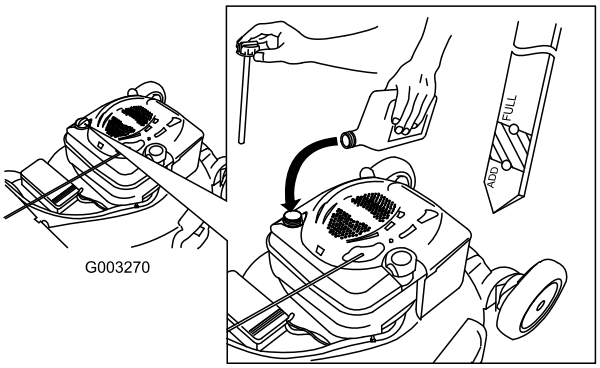

Rysunek 38
12. Wyjmij wskaźnik oleju i odczytaj poziom oleju; patrz Rysunek 38.